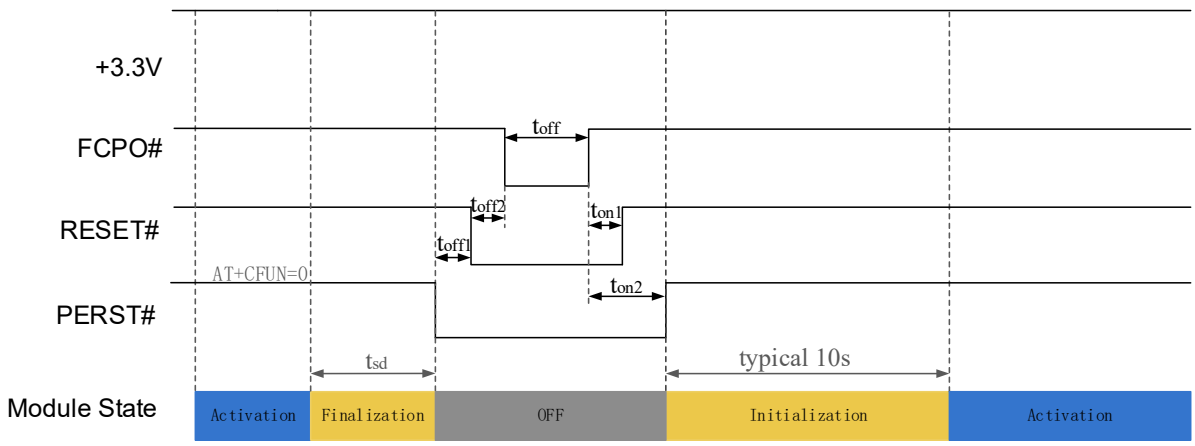

Figure 3-9 Reset timing 2nd
- Reset timing 2nd in Figure 3-9, PMU of module internal will be off in reset sequence (including whole power off and power on sequence, t_{sd} can refer section 3.3.2), recommend using in system warm boot.
Restart	Refer to section 3.3.3 Figure 3-9 Reset timing 2nd